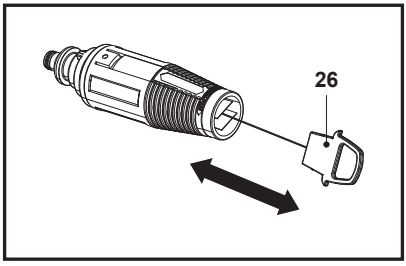

Fig. 22
2. Remova quaisquer depósitos de sujidade do orifício do bocal utilizando uma agulha (26) (Fig. 22).